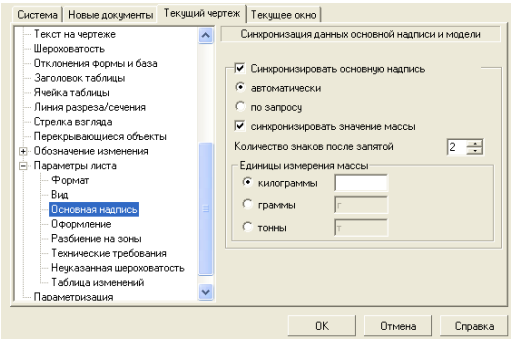

Рисунок 8.17 – Диалоговое окно Параметры с открытой вкладкой Текущий чертеж и панелью Синхронизация данных основной надписи и модели
– щелкните в дереве элементов чертежа по пункту *Параметры листа*, если он не раскрыт, а затем – по пункту *Основная надпись*. В правой части появится панель *Синхронизация данных* основной надписи и модели, показанная на рисунок 8.17.